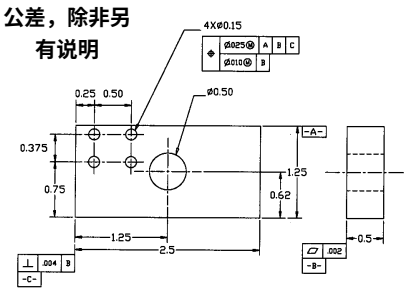

图9-13 使用复合位置公差标注
有时，一个图样所需要的精度比它相对于基准表面的位置更为重要。这时，可能需要复合位置公差标注。例如，图9-13所示的4个直径为0.15的孔（图样）。设计要求在最大材料条件下（孔为最小），允许相对于基准A、B和C的最大公差为0.025。设计者希望在图样的孔之间保持一个最小位置公差（在MMC条件
4) 当输入这些值后，在Geometric Tolerance对话框中点击OK按钮，然后选择希望插入框的位置点。系统将建立两个框，然后自动将它们与共用的位置符号对齐，如图 9-13所示。